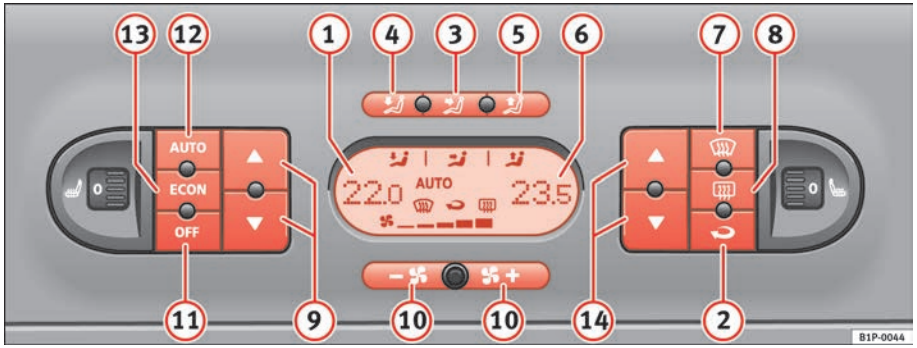

Fig. 111 On the dash panel: 2C Climatronic controls
– Press the temperature control buttons ⇒ page 146, fig. 111 (9) or (14) in order to adjust the temperature on the left hand side or the right hand side respectively.
– Press the button AUTO ⇒ page 146, fig. 111 “AUTO” is shown on the display. ▶